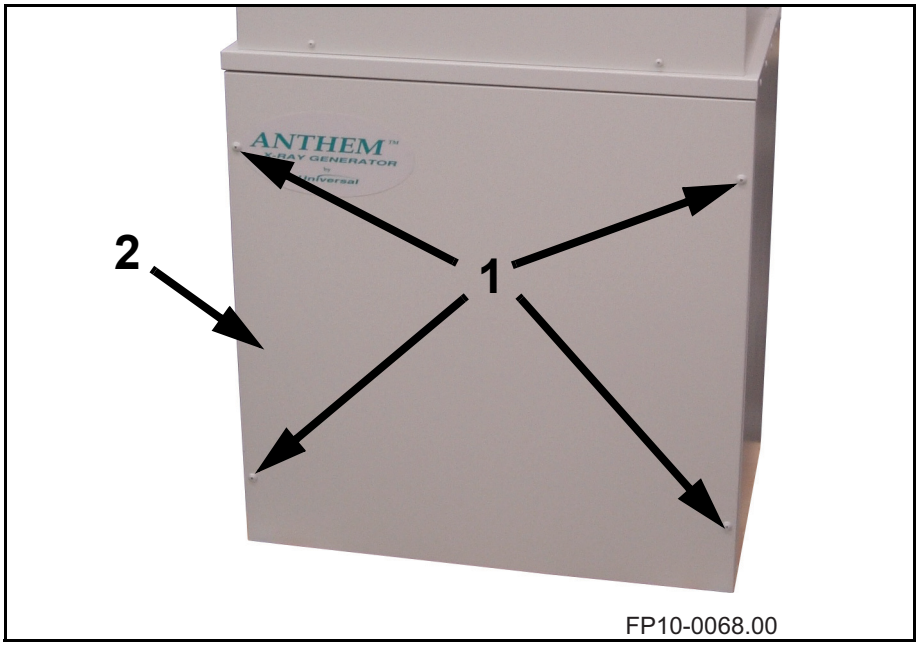

Figure 2-5. Front Panel Removal
1 Unscrew four front panel screws (1 in Figure 2-5) and remove front panel (2).